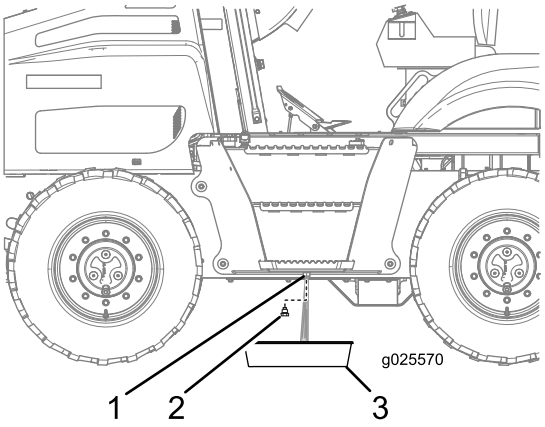

Figura 70
3. Desatornille el tapón de vaciado del depósito de combustible y elimine el agua (Figura 70).
4. Cuando aparezca combustible limpio, instale el tapón de vaciado y apriete con firmeza (Figura 70).